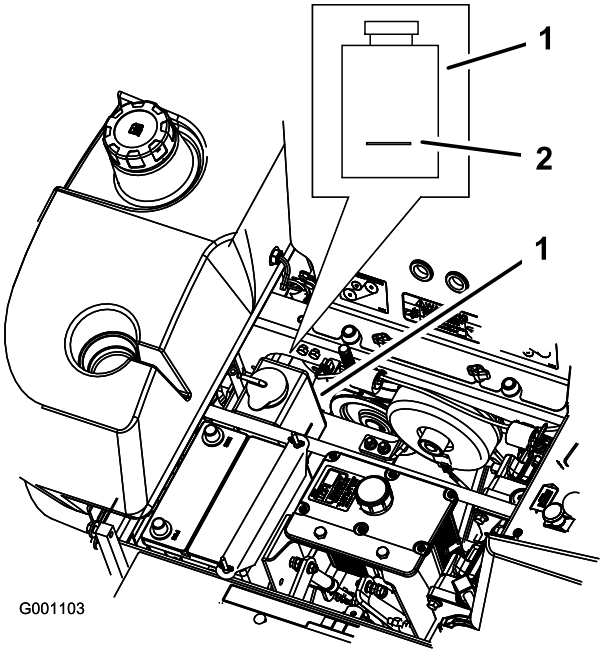

**Figuur 47**
3. Als de motor is afgekoeld, controleert u het peil van de overloopfles. De vloeistof moet tot aan de verdikking op de buitenkant van de overloopfles staan (Figuur 47).
4. Als het peil van de koelvloeistof te laag is, moet u de overloopfles bijvullen met een mengsel dat half uit antivries/Dex-Coolr® en half uit water bestaat (Figuur 47).
5. Vul de fles met dit mengsel tot aan de streep op de fles (Figuur 47).